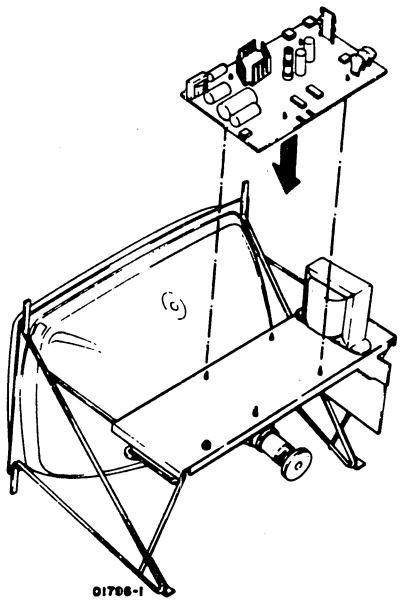

Figure 6E-12. Video Printed-Circuit Board Removal
5. Remove the six hex screws with a 1/4-inch socket and extension (figure 6E-14).
6. Grasp the video module by the mounting frames with both hands and carefully withdraw the entire module from the cabinet (figure 6E-15). Check to see that the neck of the CRT or mounting frame is not caught on the cabling.